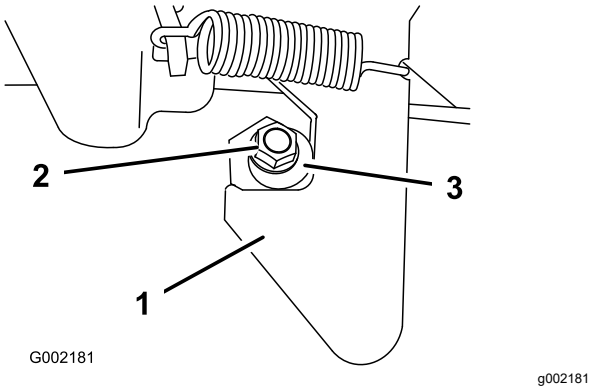

Figuur 69
1. Draai de borgmoer op het uiteinde van de vergrendelstang los (Figuur 69).
2. Draai de vergrendelstang rechtsom tot deze stevig tegen het gehaakte gedeelte van de vergrendeling aandrukt (Figuur 69).